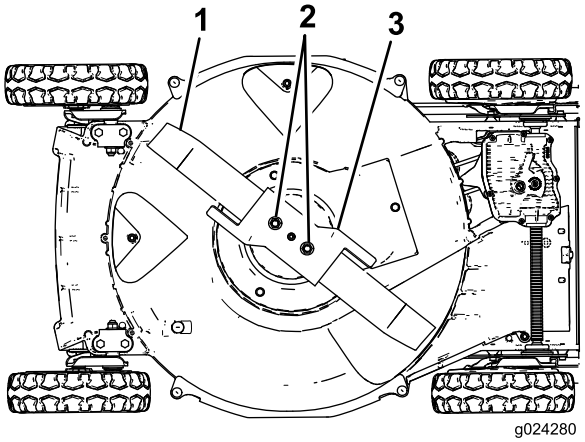

Figuur 25
5. Kantel de maaimachine **op zijn rechterkant** met het luchtfilter naar boven; zie Figuur 25.